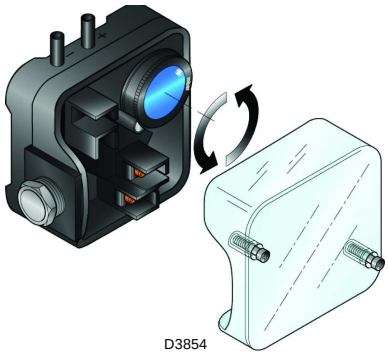

Fig. 35
- ➤ Adjust the air pressure switch (Fig. 35) to the start of the scale.
Adjust the air pressure switch after performing all other burner adjustments with the air pressure switch set to the start of the scale (Fig. 35).